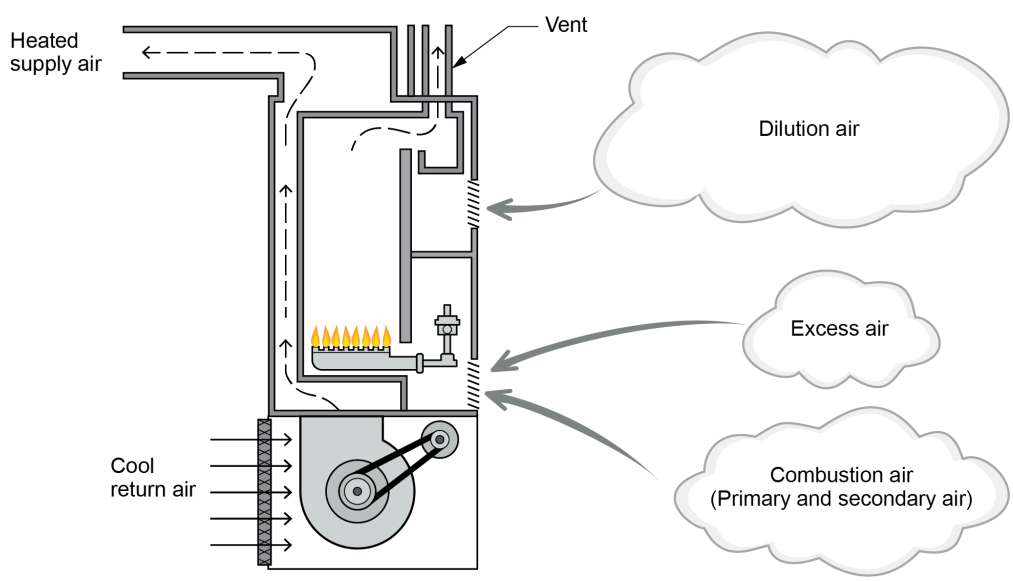

Figure 1 *Types of gas appliance air supply. (Skilled Trades BC, 2021) Used with permission.*
- **Figure 1** Fire tetrahedron (https://commons.wikimedia.org/wiki/File:Fire_tetrahedron.svg) (adapted) by Gustavb (https://en.wikipedia.org/wiki/User:Gustavb), via Wikimedia Commons, is in the public domain (https://en.wikipedia.org/wiki/en:public_domain).
Air supply (Figure 1) has three main categories: